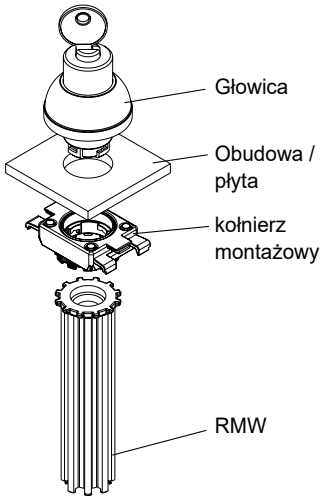

Rys. 1
1. Montaż elementów obsługi i kołnierza montażowego przez obrót w prawo narzędzia montażowego RMW (patrz rys. 1)